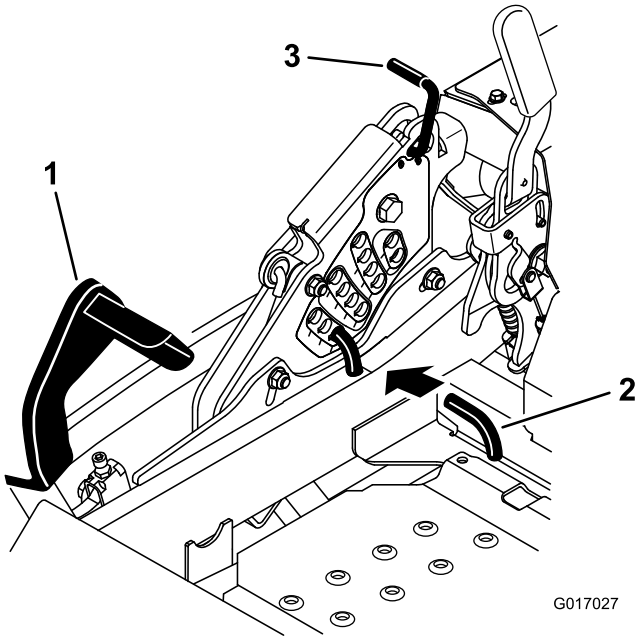

Figur 85
5. Tråkk løftepedalen for klippeenheten helt ned for å heve den til transportstillingen (14 cm) (Figur 85).